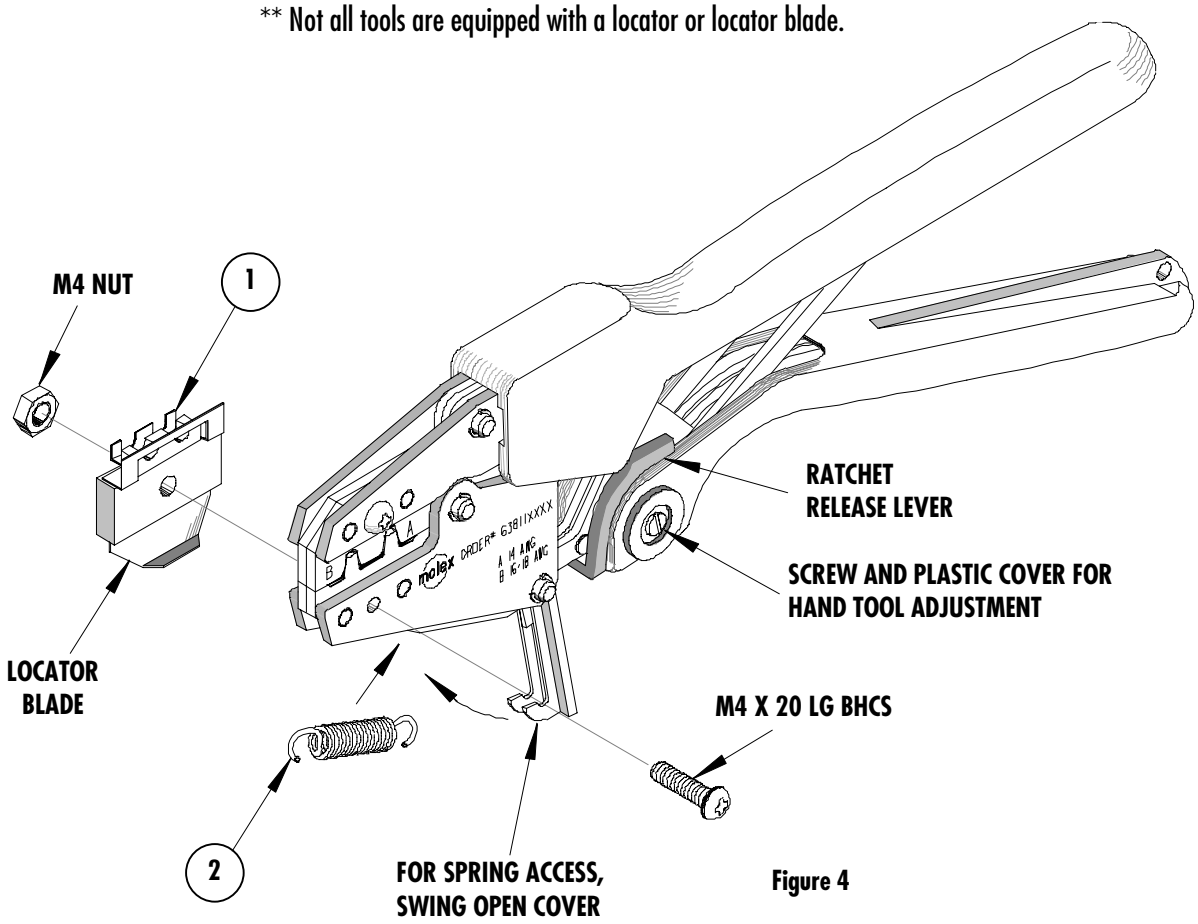

Figure 4
4. Close the tool until the ratchet releases, (See Figure 4).
Should this tool ever become stuck or jammed in a partially closed position, **Do Not** force the handles open or closed. The tool will open easily by lifting the ratchet release lever (See Figure 4).
How To Adjust Tool Crimp Force (See Figure 4)